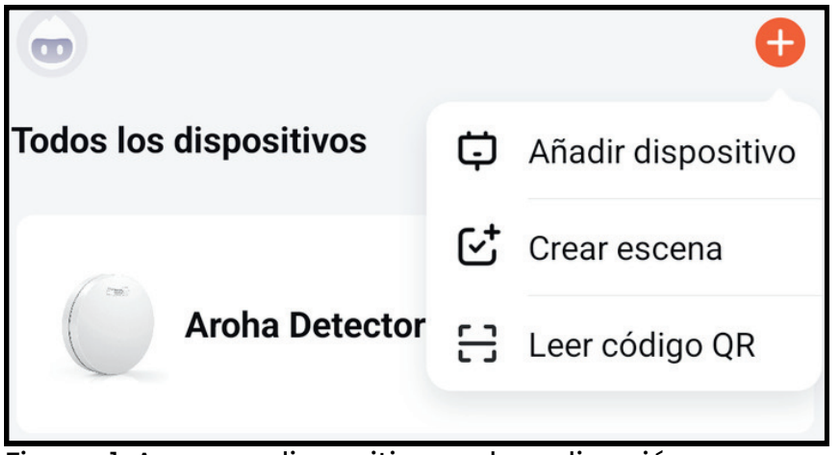

Figura 1: Agregar dispositivo en la aplicación
5. Haga clic en "**+**" en la esquina superior derecha de la pantalla de inicio de la aplicación. Luego elija "**Anadir dispositivo**", como se ve en la Figura 1. La aplicación ahora buscará automáticamente los dispositivos que estén en modo de emparejamiento. Siga los pasos descritos en la aplicación.